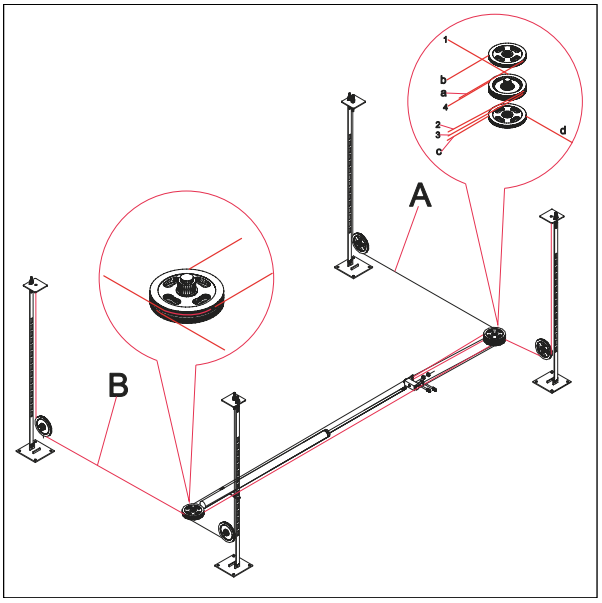

Rys. 33
*Podczas tych czynności należy sprawdzić, czy stalowe liny są prawidłowo ułożone**(Rys. 33)**.*